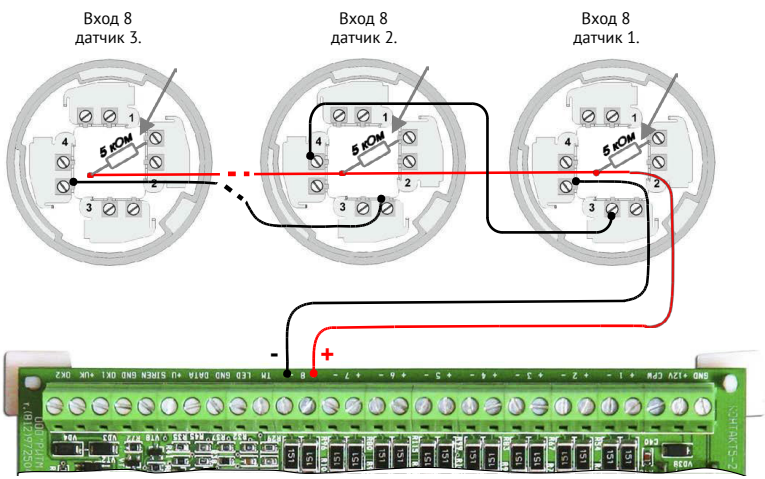

Рисунок 44. Схема подключения пожарных датчиков на вход №8
- Для управления выходом нажмите кнопку > напротив нужного выхода. В появившемся окне нажмите кнопку **Включить** (рис. 44). Выбранный выход будет включен.